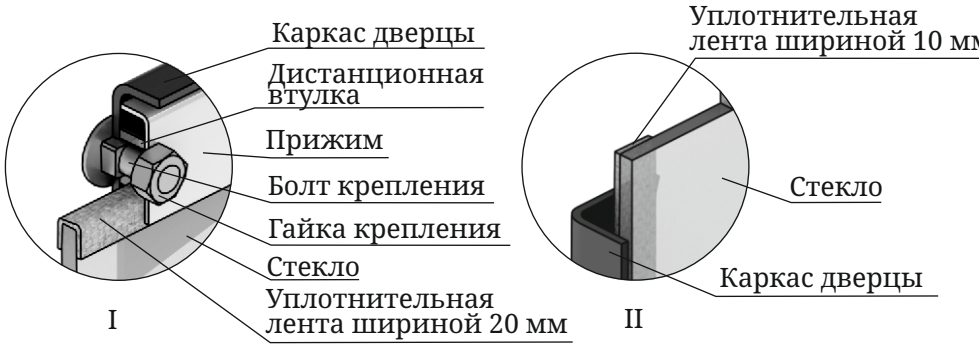

Рисунок 16. Крепление светорозрачного экрана дверцы модификации «Витра»
1. Открутите две гайки, фиксирующие прижим (рисунок 16.I), и демонтируйте его и дистанционные втулки.
3. Возьмите новое стекло, если на нем нет уплотнительных лент, наклейте их: лента шириной 20 мм наклеивается сверху и снизу стекла «П»-образно (рисунок 16.I), лента шириной 10 мм наклеивается вертикально, вдоль боковых сторон стекла (рисунок 16.II).
4. Вставить стекло в упор, при этом лента наклеенная с боковых сторон (вертикальная) должна быть зажата между стеклом и каркасом дверцы (рисунок 16.II).
Внимание! Гайки крепящие прижим накручиваются на болты крепления через дистанционные втулки (рисунок 16.I).